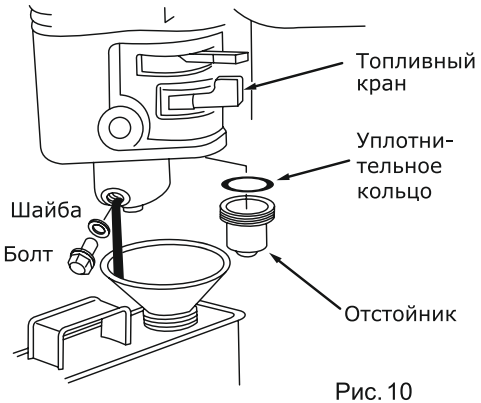

Рис. 10
Переместите топливный кран в положение «Закрыто» (OFF), открутите топливный фильтр и снимите уплотнительное кольцо. Промойте детали спреем для промывки карбюратора, тщательно прочистите их и снова установите на прежние места. Переместите топливный кран в положение «Открыто» (ON) и убедитесь, чтобы не было утечек (см. рис.10).